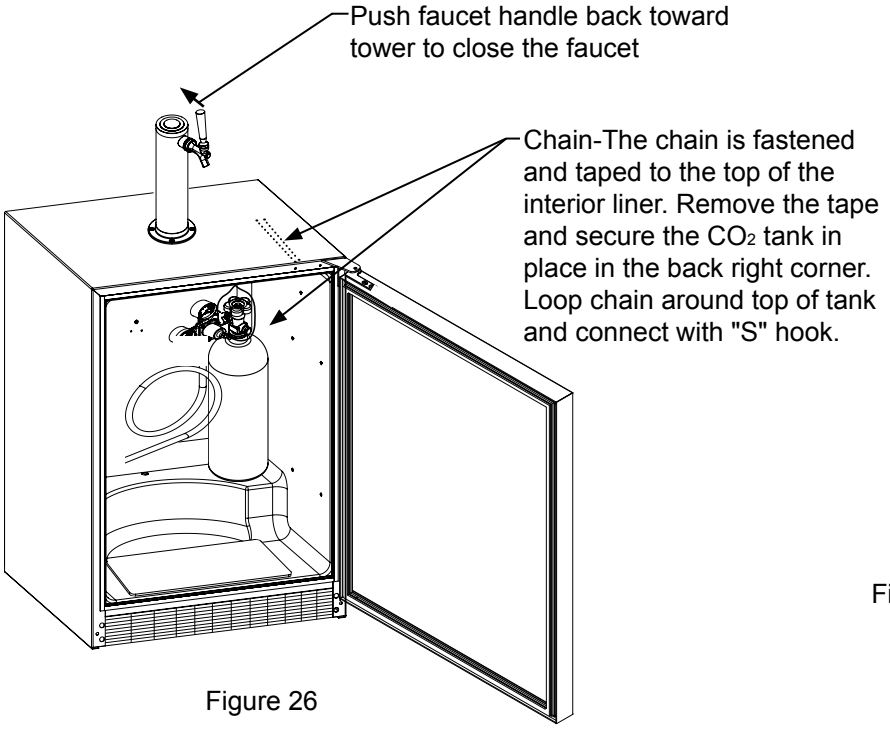

Figure 26
8. Locate the CO_2 tank in the corner of the refrigerator as shown in Figure 26 and secure with the chain. Close the faucet handle on the tower.
2. Be sure the faucet handle is closed on the tower (see Figure 26).